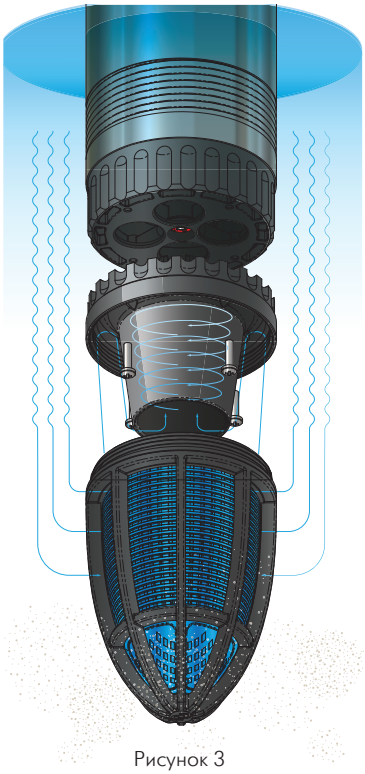

Рисунок 3
- Водозабор происходит в нижней части насоса через съемный сетчатый водозаборный фильтр (рисунок 3). Он состоит из двух частей – адаптера и фильтрующей сетки, соединенных резьбой. Фильтр снижает риск попадания в насос посторонних предметов, предотвращает всасывание грязи и песка. Конусообразная форма фильтра облегчает опускание в скважину и исключает заклинивание насоса на стыках обсадных труб.